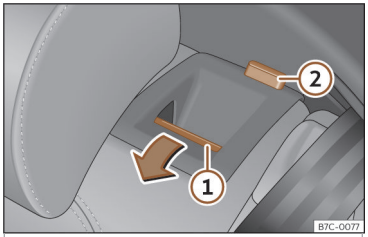

Fig. 102 Asiento trasero: abatir el respaldo.
• Tire de la tecla de desbloqueo ››› **fig. 102** ① hacia delante y, al mismo tiempo, abata el respaldo. El respaldo trasero está desbloqueado cuando se ve una marca roja en la tecla ②.